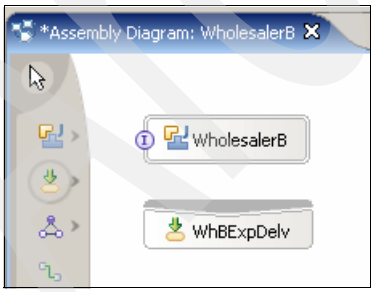

Figure A-89 Export component WhBExpDelv
2. Rename the Export1 component to `WhBExpDelv` (Figure A-89).